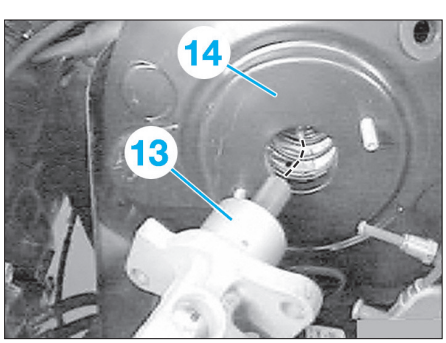

Fig. 31
- Au cours de la mise en place du maître-cylindre (13) dans le servofrein (14), faire attention à ce que la tige-poussoir du servofrein soit parfaitement aligné avec le maître-cylindre **(Fig.31)**.